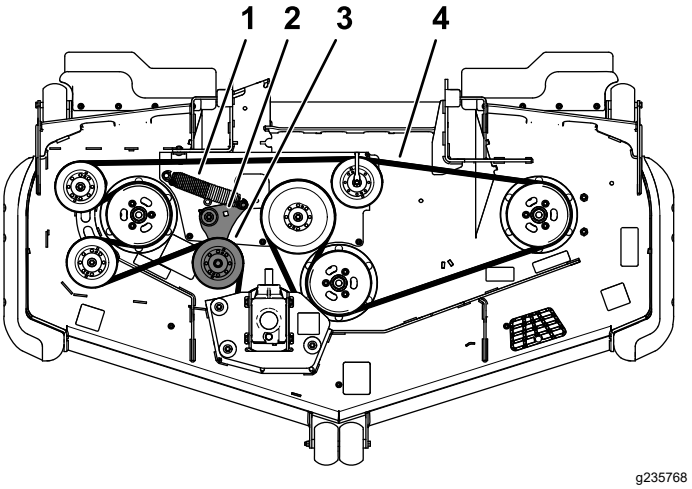

Figura 55
5. Utilize uma lingueta no orifício quadrado no braço intermédio para retirar a tensão da mola intermédia (Figura 55).
7. Instale a nova correia em redor das polias do cortador (Figura 55).
8. Certifique-se de que as extremidades da mola estão posicionadas nas ranhuras da âncora e utilizando a lingueta no orifício quadrado, instale a correia em redor da polia intermédia (Figura 55).